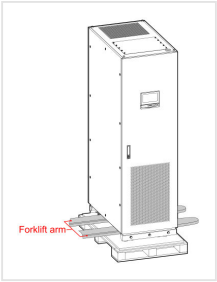

FIGURE 3-3 Step 3: off the pallet
3. Lift the UPS off the pallet with a forklift and set it on the floor (Figure 3-3).